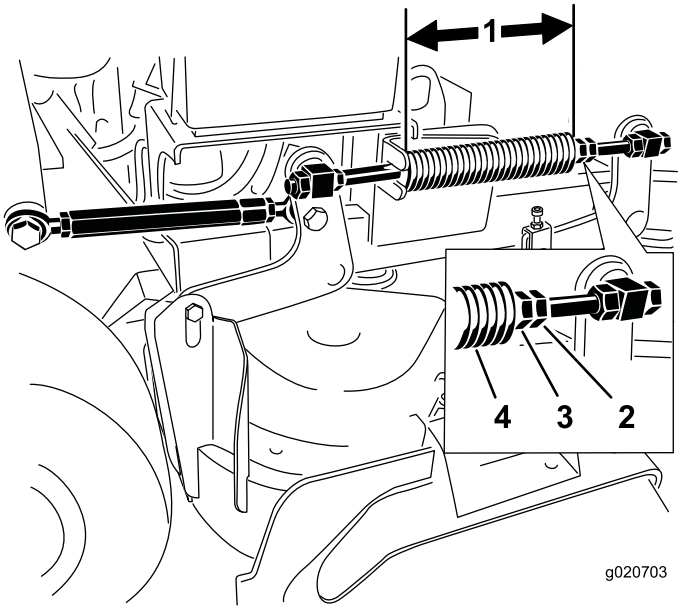

Figur 88
Obs: Den nominella längden är 28,2 cm för klippdäck på 91 cm och 25,7 cm för klippdäck på 102 cm (Figur 88).
3. Justera det här avståndet genom att lossa fjäderkontramuttern och vrida muttern framför respektive fjäder (Figur 88).
4. Lås muttern på plats genom att dra åt fjäderkontramuttern (Figur 88).